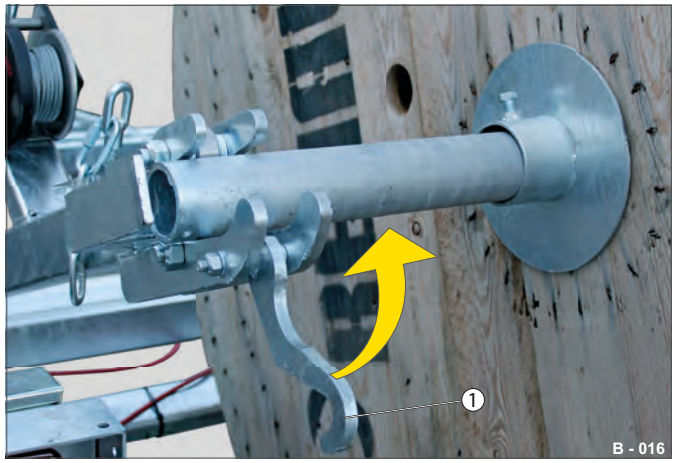

Fig. 13 Kabeltromle optaget
▶ Sving krogen (Fig. 13 /1) op omkring transportakslen.